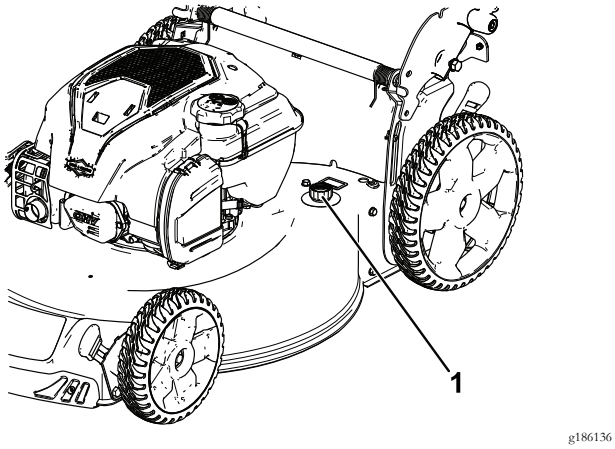

Figur 24
5. Fastgør en haveslange, der er sluttet til vandforsyningen, til gevindport (Figur 24).